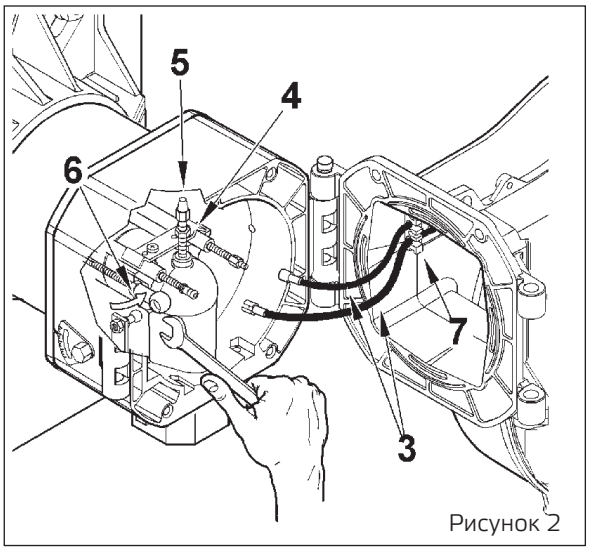

Рисунок 2
- Используя тот же ключ, поверните шаровой шарнир (6) в направлении, указанном стрелкой, и отцепите рычаг продвижения головки горения (смотрите рис. 2).
В момент закрытия горелки мягко потяните в сторону электрического щита, чтобы электрод розжига и ионизации слегка натянулись. После этого расположите их в соответствующих гнездах (7), смотрите рисунок 2. Это позволит предотвратить поломку электродов крыльчаткой во время работы горелки.